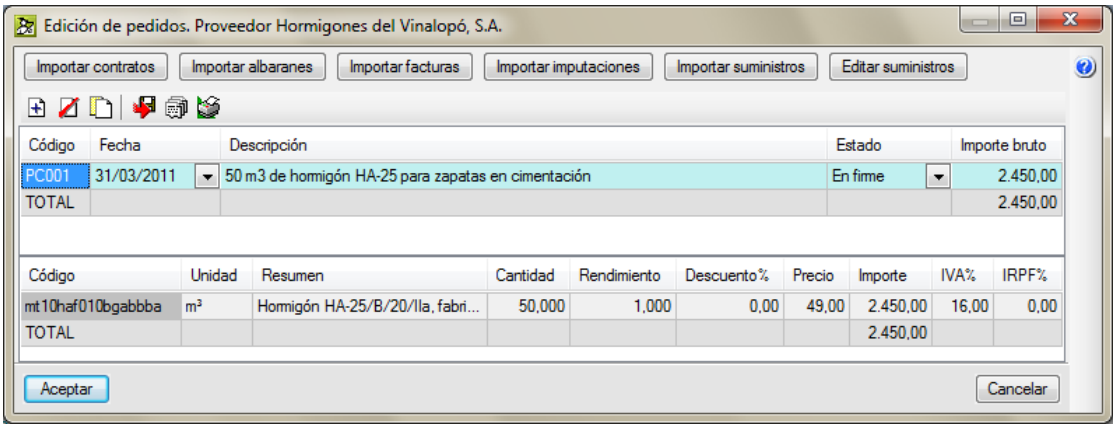

Fig. 3.114
Tras seleccionar una obra y un proveedor aparece el diálogo de la Fig. 3.114.
- **Cantidad.** Es la cantidad del suministro en el pedido. Para editar este dato debe pulsar el botón **Editar suministros** (Fig. 3.114). Aparecerá el diálogo de la Fig. 3.136.
- **Precio.** Es el precio del suministro en el pedido. Para editar este dato debe pulsar el botón **Editar suministros** (Fig. 3.114). Aparecerá el diálogo de la Fig. 3.136.
Las explicaciones de las opciones y herramientas de la barra de botones del diálogo **Edición de pedidos. Proveedor…**: Fig. 3.114 puede localizarlas en el apartado de este manual **3.4.5.** Edición de documentos.